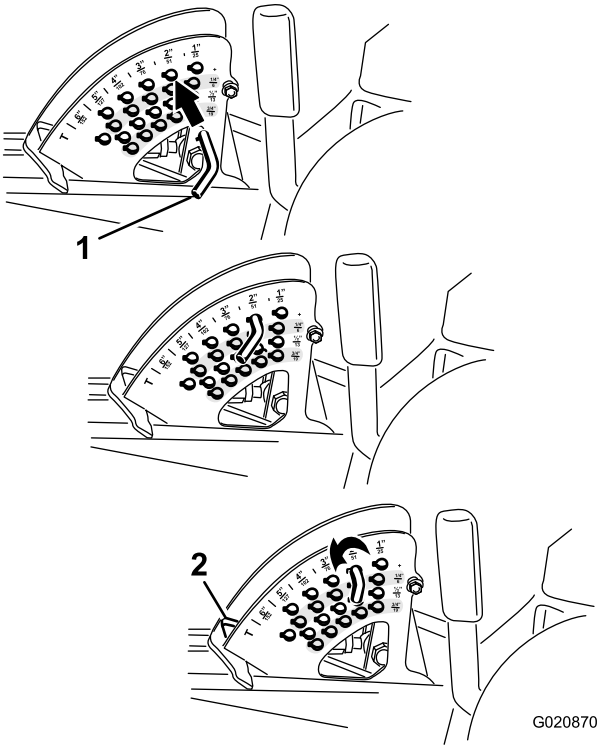

Figur 27
2. Roter stoppebolten til valsetappen inni den er på linje med sporene i hullene i klippehøydebraketten og fjern den (Figur 27).
3. Velg det hullet i klippehøydebraketten som svarer til ønsket klippehøyde, sett inn bolten og vri den ned for å låse den på plass (Figur 27).
Merk: Det er fire rader med hullposisjoner (Figur 27). Den øverste raden gir deg klippehøyden oppgitt over bolten. Den andre raden gir deg oppgitt høyde pluss 6 mm. Den tredje raden gir deg oppgitt høyde pluss 12 mm. Den nederste raden gir deg oppgitt høyde pluss 18 mm. For posisjonen for 15,8 cm er det bare ett hull, på andre rad. Dette legger ikke til 6 mm til posisjonen for 15,2 cm.